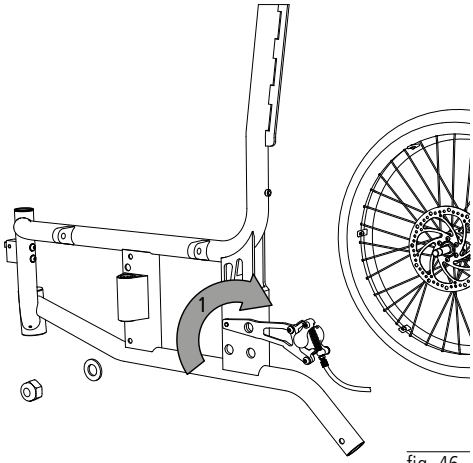

fig. 46
1. In presenza del freno opzionale per l'accompagnatore, allentare i cavi del freno a disco su ambo i lati ed estrarre il cavo (1. fig. 46).